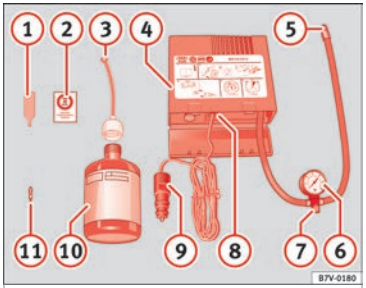

Fig. 62 Standard representation: contents of the anti-puncture kit.
- Unscrew the tyre valve cap and insert. Use the ››› **Fig. 62 ①** tool to remove the insert. Place it on a clean surface.
- Shake the tyre sealant bottle vigorously ››› **Fig. 62 ⑩**.
- Screw the inflator tube ››› **Fig. 62 ③** into the sealant bottle. The bottle's seal will break automatically.
- Remove the lid from the filling tube ››› **Fig. 62 ③** and screw the open end of the tube into the tyre valve.
- Place the insert back into the tyre valve using the tool ››› **Fig. 62 ①**.
- Screw the compressor tyre inflator tube ››› **Fig. 62 ⑤** into the tyre valve.
- Check that the air bleed screw is closed ››› **Fig. 62 ⑦**.
- Insert the connector ››› **Fig. 62 ⑨** into the vehicle's 12-volt socket ››› page 174.
- Turn the air compressor on with the ON/OFF switch ››› **Fig. 62 ⑧**.